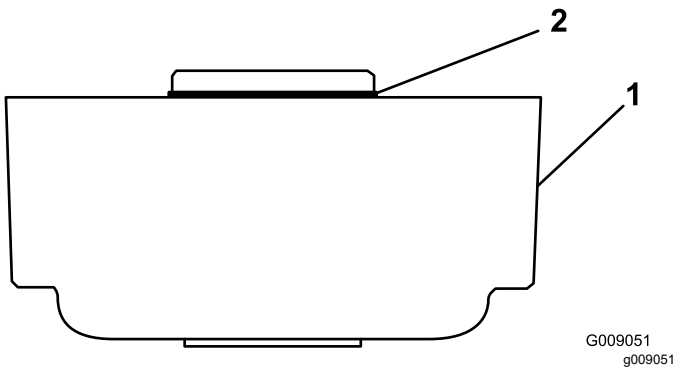

**Рисунок 4**
1. Убедитесь в том, что уплотнительное кольцо установлено в корпусе щетки катка (Рисунок 4).